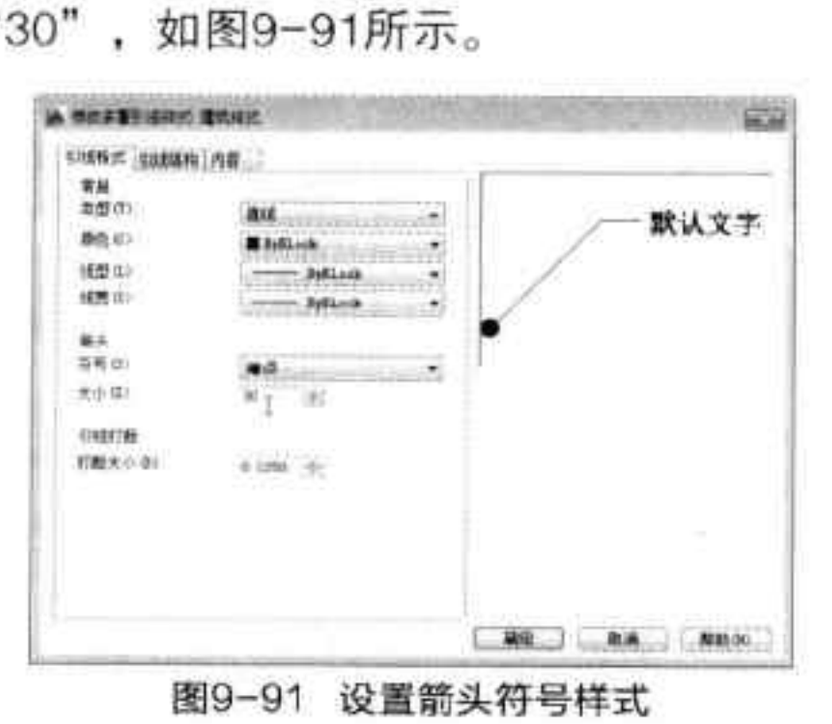

图9-91 设置箭头符号样式
Step15 在“修改多重引线样式”对话框中，切换至“引线格式”选项卡，将“箭头符号”设置为“点”，将箭头大小设为“30”，如图9-91所示。